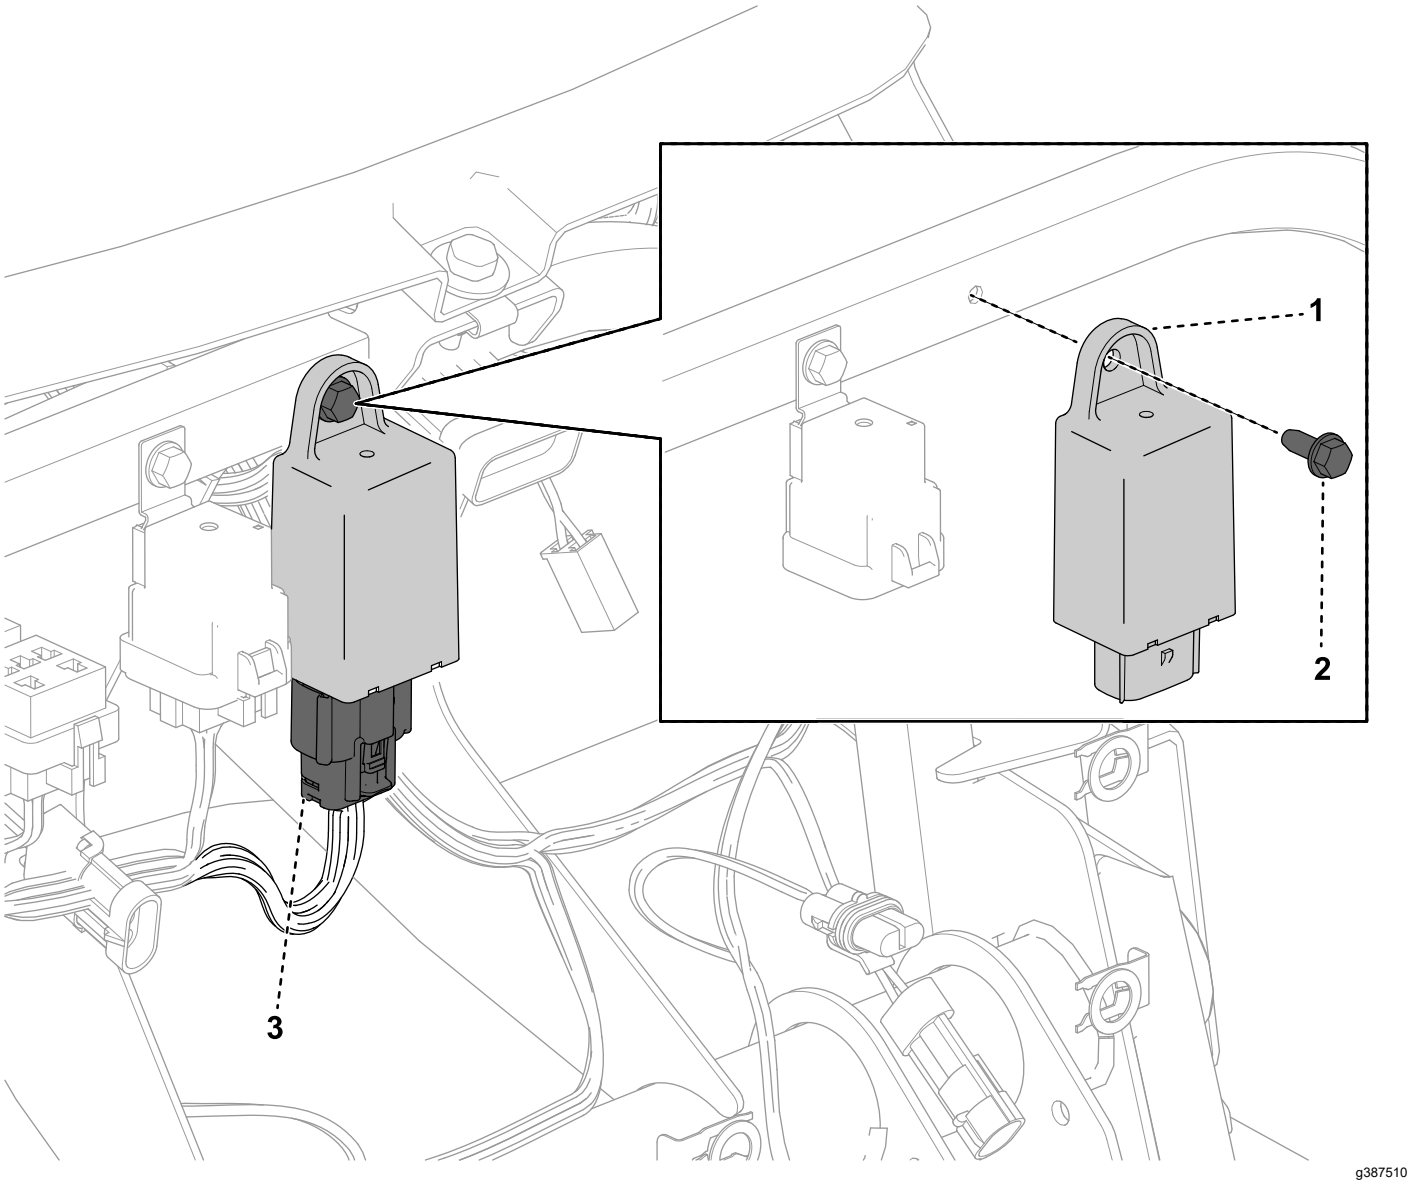

Figur 6
1. Fäst blinkerreläet på stödröret på maskinens instrumentbräda (Figur 5) med hjälp av sexkantsskruven (Figur 6).
2. Hitta den kablagekontakt för maskinen som är märkt SIGNALMODUL och anslut kontakten till blinkerreläet (Figur 6).